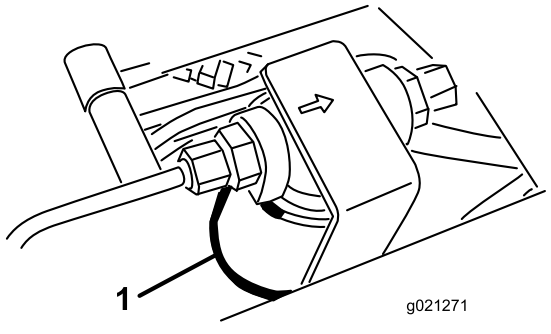
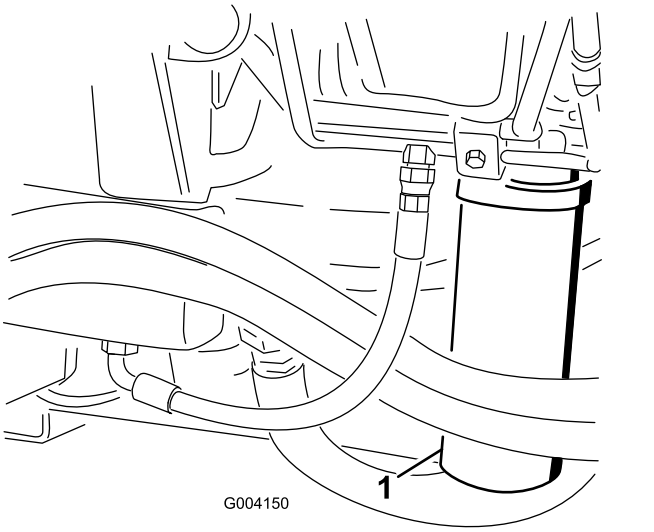

Figura 90
Figura 91
2. Limpe a área à volta da área de montagem do filtro e coloque um recipiente de drenagem por baixo do filtro (Figura 90) e (Figura 91).